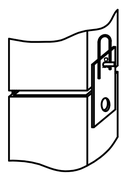

Рис.5
- блоки стыкуются между собой и фиксируются металлическим стержнем (рис.5), стержень зашплинтовать;